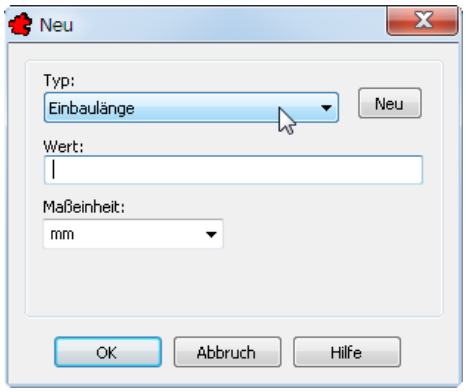

Bild 36.44 – Hinzufügen von Technischen Daten zur Produktgruppe
- Um beispielsweise den *TRIC Standard-Fühlern* eine neue Information hinzuzufügen, klicken Sie auf die Schaltfläche *Neu*. Das gleichnamige Dialogfeld erscheint (Abb. 36.44).